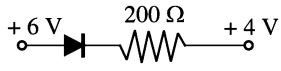

Fig. 6.72
1. What is the current in the circuit in Fig. 6.72 ? Assume the diode to be ideal. **[10 mA]**